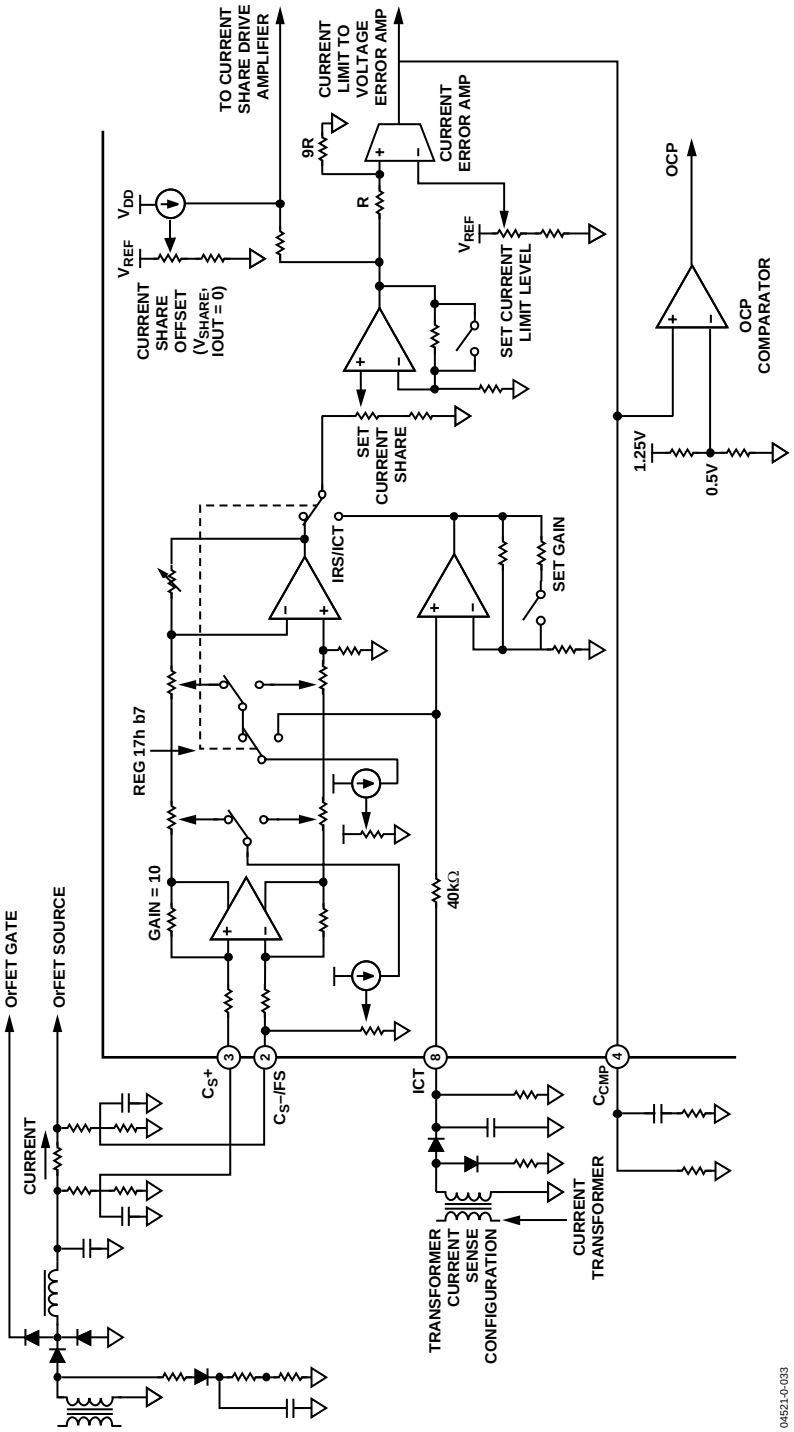

Figure 13. Current Sense
Current is typically sensed by a low value resistor in series with the positive output of the power supply, just before the OrFET or diode. For high voltages (12 V and higher), this resistor is usually placed in the negative load. A pair of closely matched voltage dividers connected to Pins 2 and 3 divide the common-mode voltage down to approximately 2.0 V. The divider ratio must be the same as used in the local and remote voltage sense circuits. Alternatively, current may be sensed by a current transformer (CT) connected to Pin 8. The ADM1041 must be configured via the SMBus to select one or the other. See Figure 13.
This offset cancellation is achieved by sourcing a current through a resistance on the ICT pin. The resistor value is 40 kΩ and so for 100 mV of offset cancellation a current of 2.5 μA is required. It is possible to fine trim this current via Register 15h, Bits 4–0, step size 170 nA. For example, 2.5 μA ≈ 15 × 170 nA; so the code for Register 15h is decimal 15 or 0Fh. Refer to the Current Transformer parameter in the Specifications table for more details. See Figure 13.
This is a low gain transconductance amplifier that takes its input from one of the calibrated current stages described previously. The amplifier requires only the output pin for loop compensation, which typically consists of a series RC network to common. A trimmable reference provides a wide range of adjustment for the current limit. When the current signal reaches the reference voltage, the output of the error amplifier comes out of saturation and begins to drive a controlled current source. The control threshold is nominally 1.0 V. This current flows through a resistor in series with the trimmed voltage loop signal and thereby attempts to increase the voltage signal above the 1.5 V reference for that loop. The closed voltage loop reacts by reducing the power supply's output voltage and this results in constant current operation. See Figure 13.